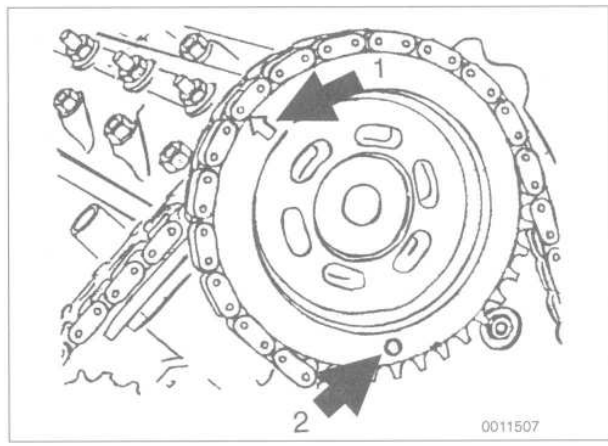

Fig. 54. Intake sprocket correctly aligned to camshaft with arrow pointing up (**1**) and sensor pin in lower left (**2**).
8. Install intake sprocket (right cylinder head) to timing chain and camshaft with arrow on sprocket pointing up and dowel pin for camshaft position sensor in lower left. See Fig. 54.